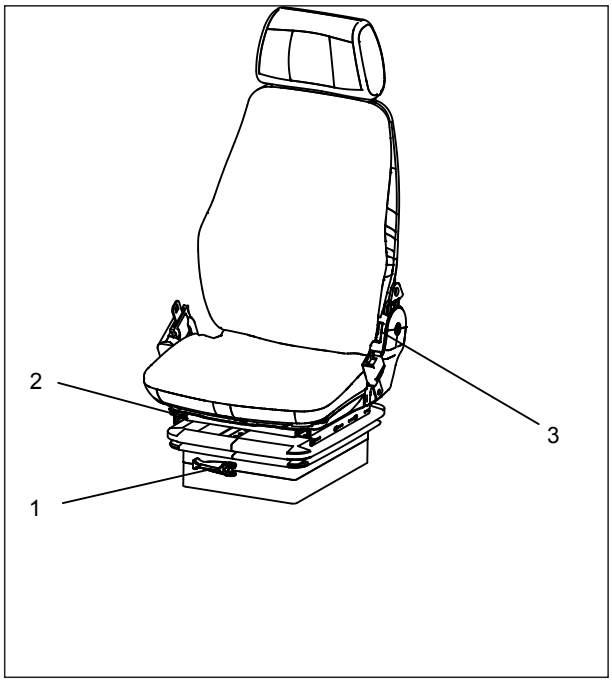

Fig 3.8
2. Body weight and height adjustment. Pull up the seat can adjust height, there are three levels(low、middle、high), when the seat is on high level, if pull up the seat, it will return low level. The adjusting handle (1) on seat can adjust the rigidity of suspension mechanism, (the green indication belt on body weight adjustment indication strip is at a visible position).
3. Front/rear adjustment. Pull handle (2) on the right side to slide seat to a proper position. The maximum front and rear adjustment distance is 210mm.
4. Back angle adjustment. This is used to make the driver lean tightly on the seat back. Pull handle (3) on the left to move the back to a proper position, and then put down the handle. The back angle adjustment scope is larger than 90° .
5. Headrest height adjustment. Adjustment scope of 105mm (see Fig 3-8).